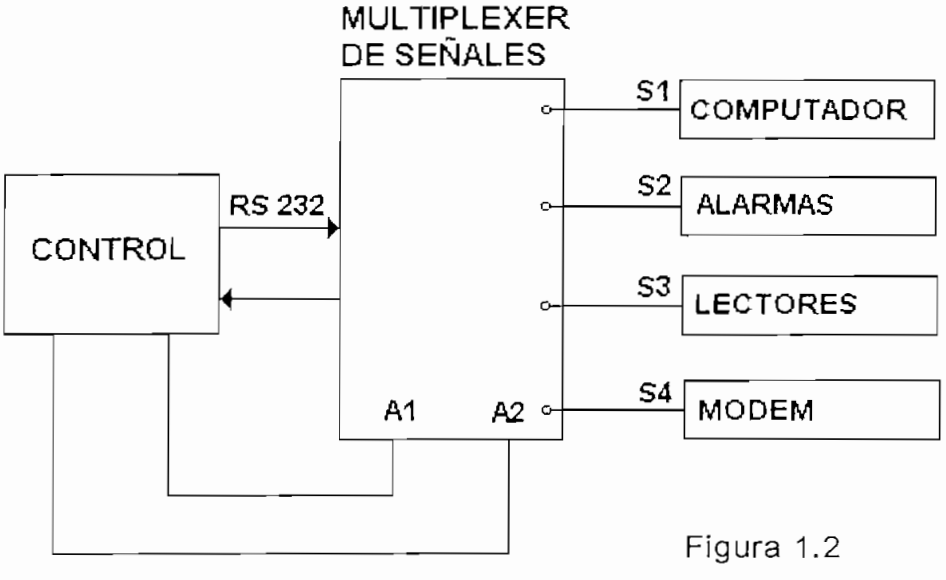

Figura 1.2
1) La Tesis "Sistema de Seguridad basado en un microcomputador", se resume en el diagrama de bloques de la Figura 1.2.